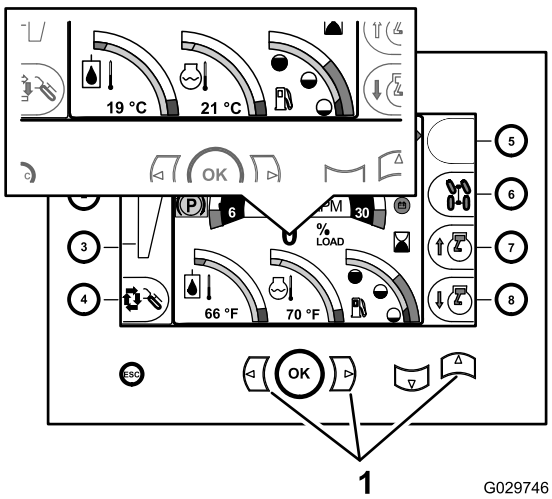

Bild 32
1. Zeigen Sie im Command Center den Homebildschirm an (Bild 32).
2. Drücken Sie die Tasten Links+Rechts+Auf (Bild 32).